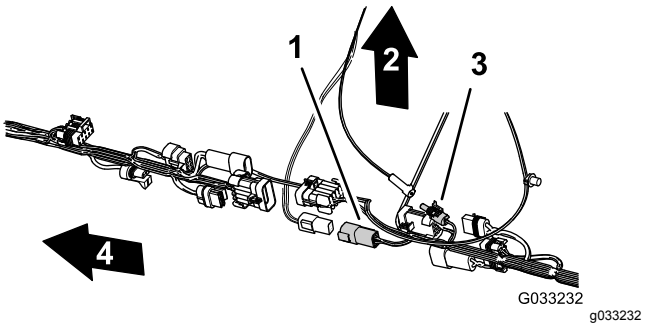

Figur 120
7. Kontrollera att det bakre kablagets kontakt med ett uttag och kontakten med fyra uttag är riktade mot kablagets ovansida eftersom detta gör det enklare att ansluta navigeringsel- och datakablagen (Figur 120).